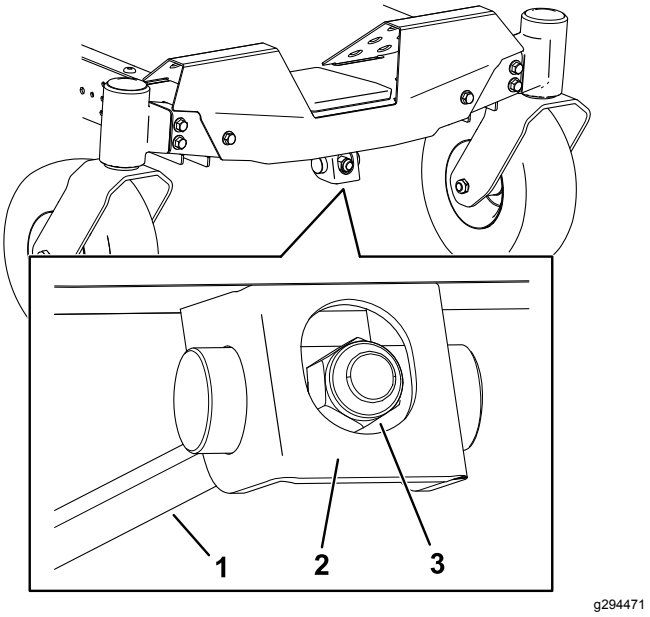

Figur 68
1. Roter justeringsmutteren foran på gressklipperen (Figur 68).